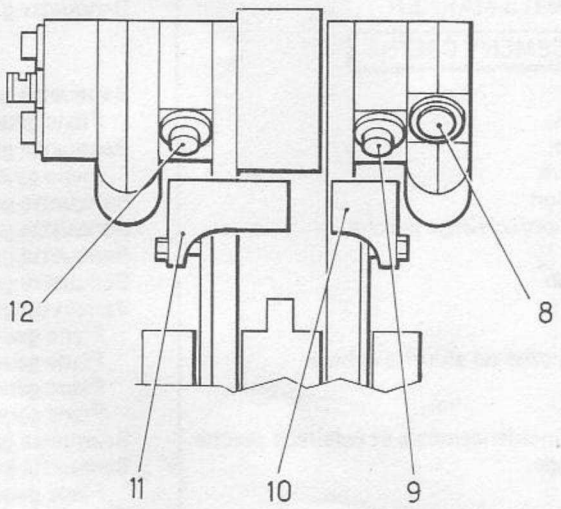

FIGURE 4 - POSTE DE PILOTAGE
0.2.4 - Poste de pilotage : manettes de gaz (Fig. 4)